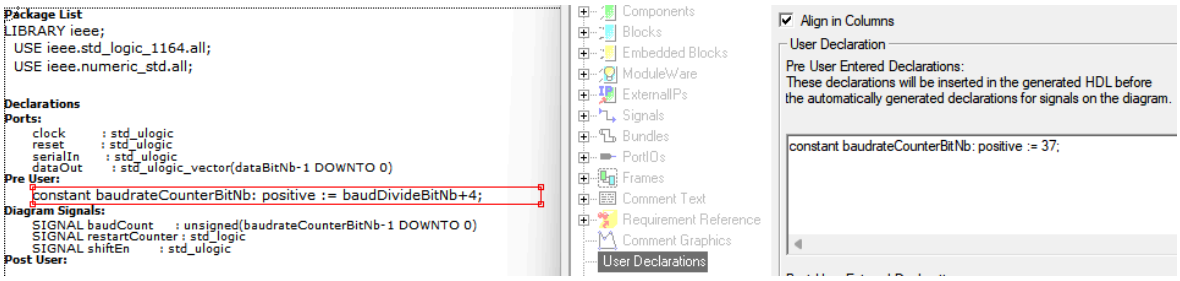

Abbildung 7 - Anzahl der Bits des Systemzählers ändern
- Geben Sie die erforderliche Anzahl von Bits im System ein. Doppelklicken Sie dazu im **`COM/serialPortReceiver`** auf die Konstantendefinition **`baudCounterBitNb`** oben links im Schaltplan und bearbeiten Sie sie im neu geöffneten Fenster unter **`User Declarations`**, wie unter Abbildung 7 gezeigt, und klicken Sie dann auf **`Apply`**: